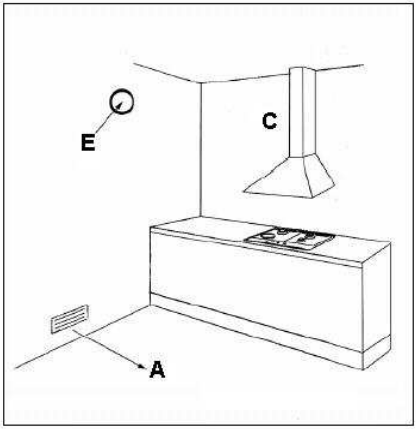

Figure 4.
See **figure 4** below.
Combustion fumes produced by gas appliances must get outside by means of a hood (C) connected either directly to an exhaust duct or to the outside. See **figure 4** above.
If a hood cannot be installed, an electric extractor fan (E) must be fitted to the outside wall or the window. See **figure 4** above. This electric extractor fan must have a sufficient capacity to guarantee a change of air of the kitchen (or area) of at least 3 to 5 times its volume.